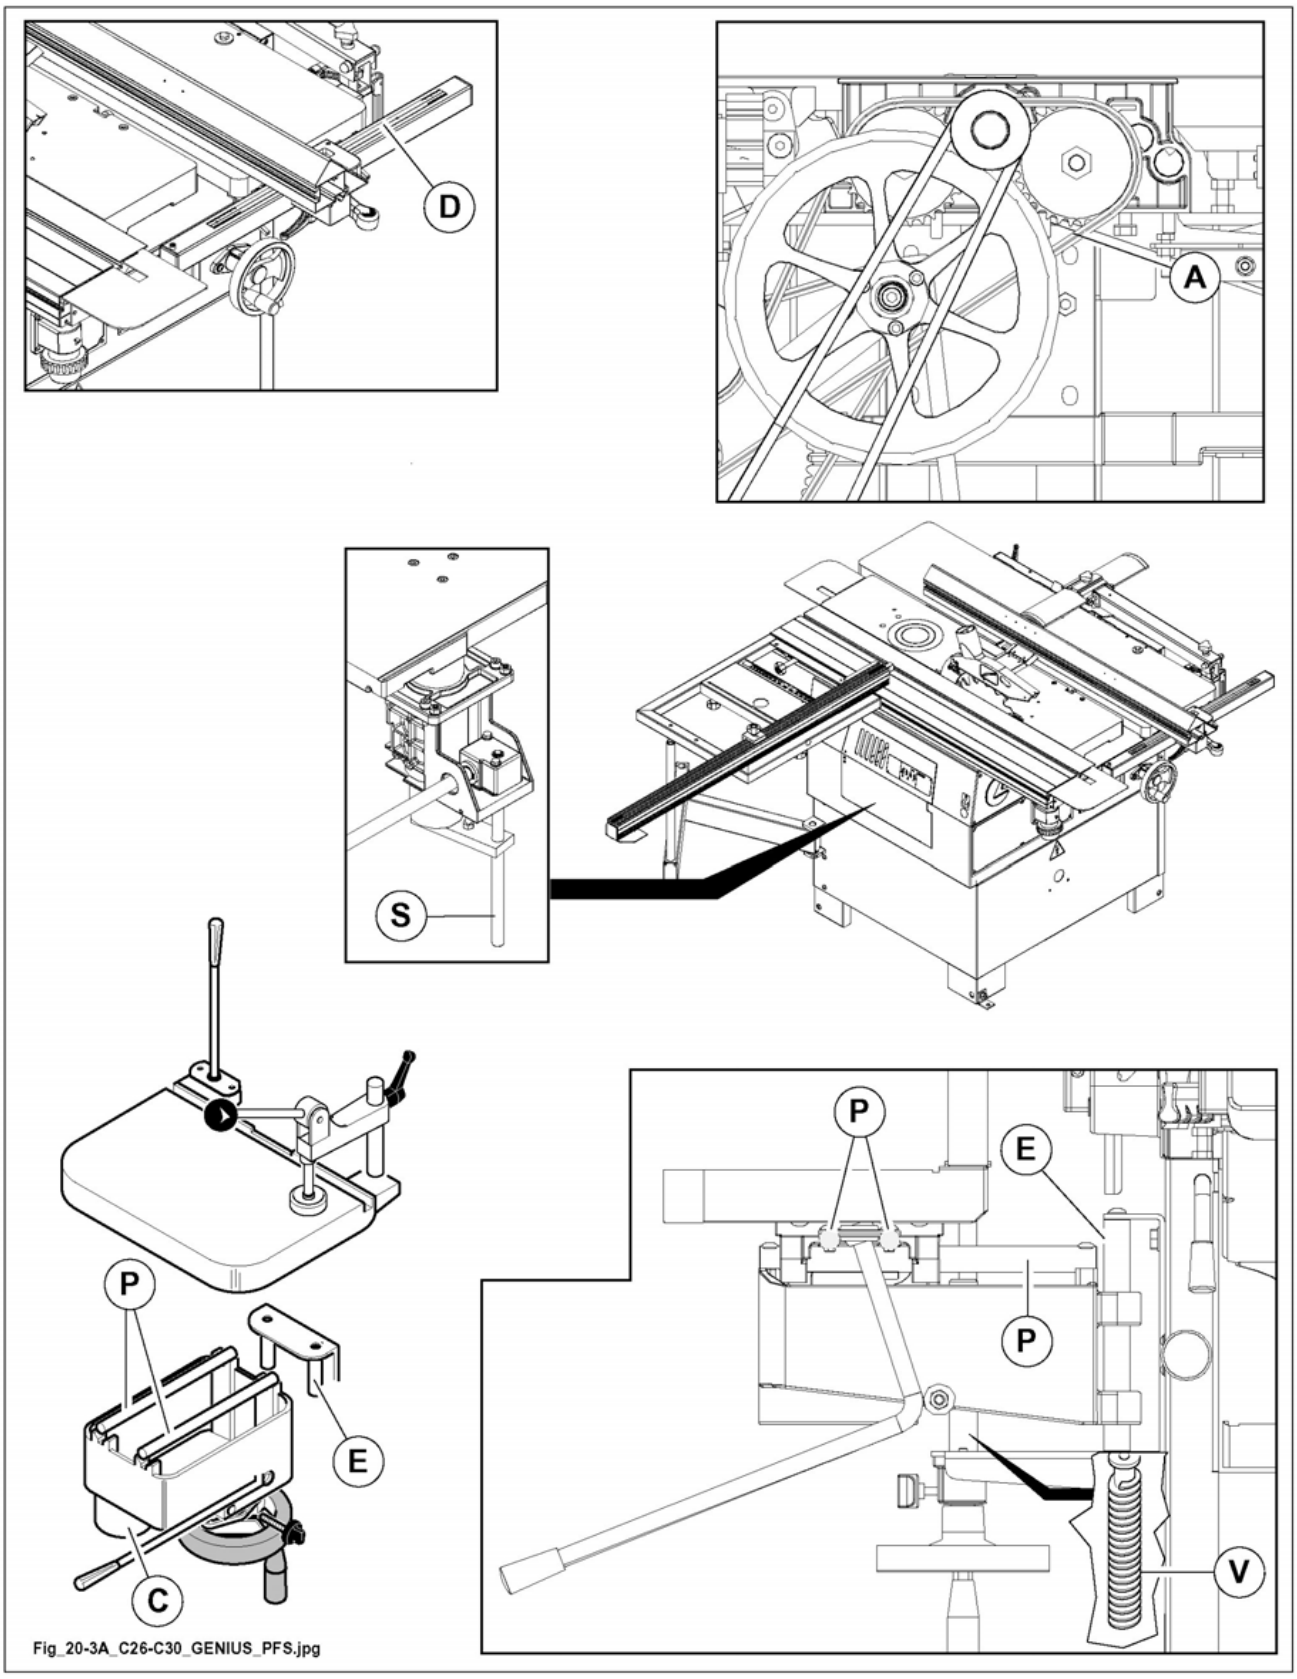

Fig. 20.3A
1) worm (V fig. 20.3A) for lifting the mortiser (OPT).
2) Thicknessing table - Screw (S fig. 20.3A) for height adjusting.
3) Transmission chain (A fig. 20.3A) of the motion to the feed rollers.
1) sliding rod (D fig. 20.3A) on planer guide.
2) Sliding rods (P fig. 20.3A) of mortiser table (OPT).
3) Guides (E fig. 20.3A) for sliding mortiser (OPT).